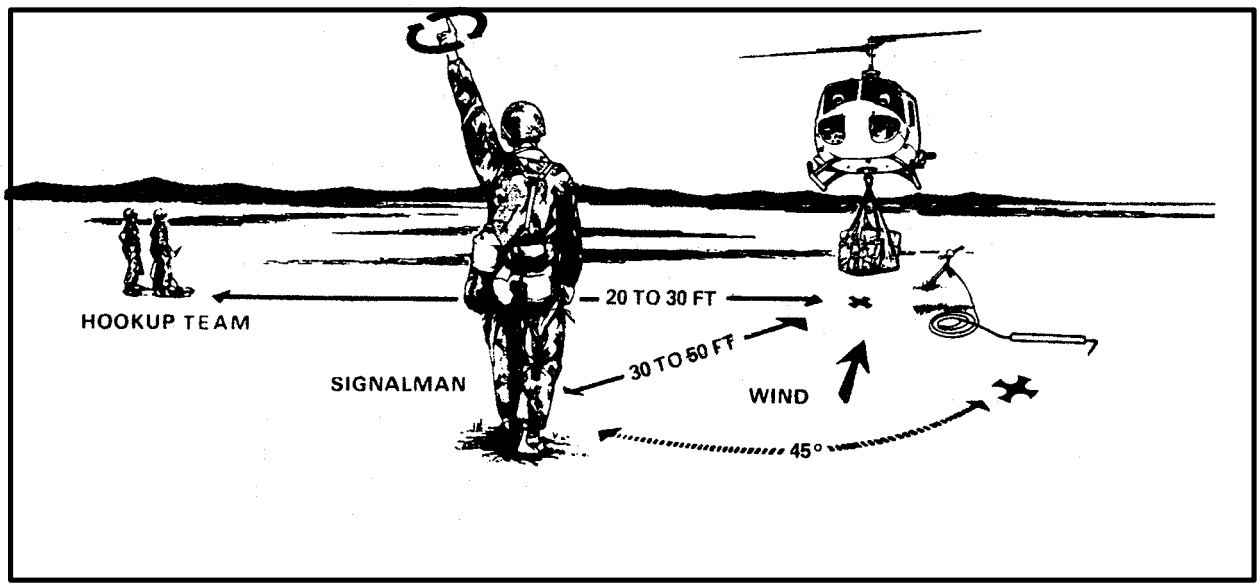

*Figure 5-7. Ground Crew Positions During Helicopter Takeoff*
**(10)** When the load is 10 to 20 feet higher than the surrounding loads or obstacles, thesignalman gives the takeoff signal in the direction he wishes the pilot to depart the landing site. When pointing, the signalman steps off in the same direction as he is pointing to make his signal more pronounced. He then moves out of the way so the helicopter does not pass directly overhead. After the pilot completes any required aircraft checks, he departs the area (Figure 5-7).